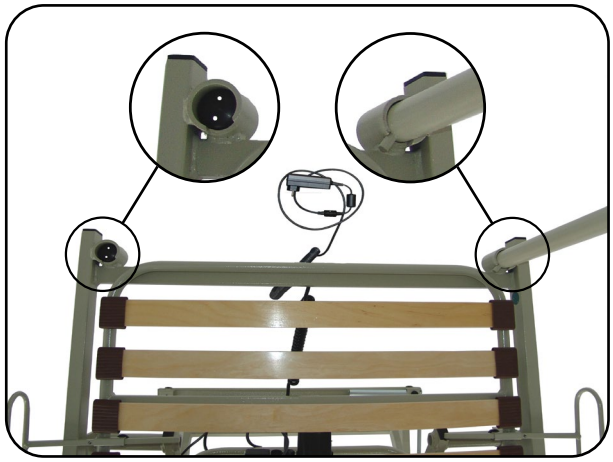

Abb. 6.6.01 - Aufrichteraufnahmen für Aufrichter und Transportsicherung
2. Stecken Sie den Aufrichter wahlweise links oder rechts in eine der kopfseitigen Aufnahmen ein (Abb. 6.6.01). Achten Sie darauf, dass der Bolzen des Aufrichters vollständig in der Ausklinkung der Aufrichteraufnahme steckt.